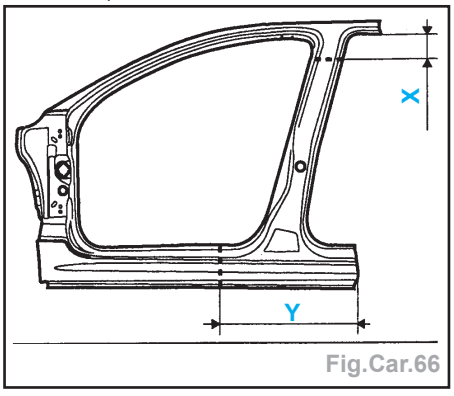

Fig.Car.66
- puis découper à l'aide d'une meule épaisseur 1 mm (coupe définitive) (Fig. Car.66),